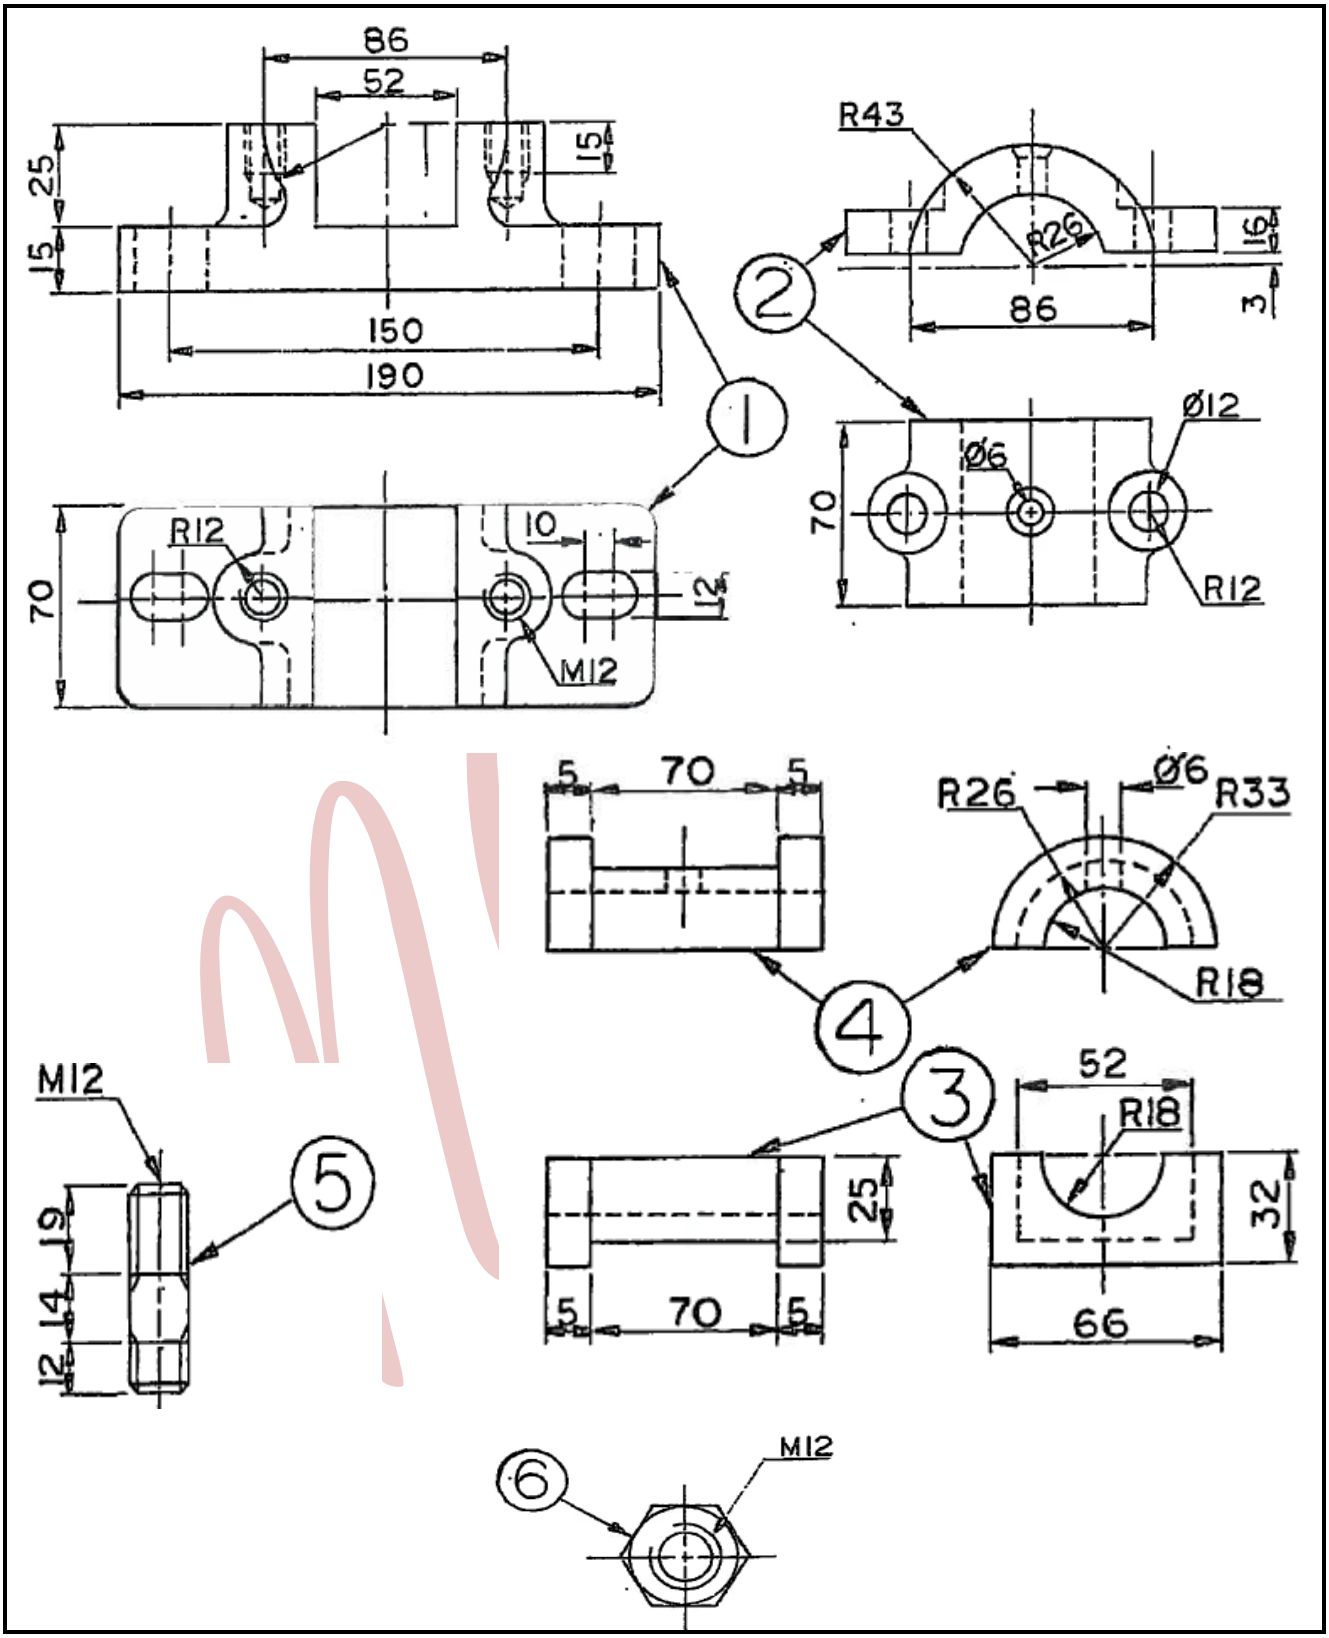

FIGURE 2
6.3 FIGURE 2 shows the components of a pedestal bearing.